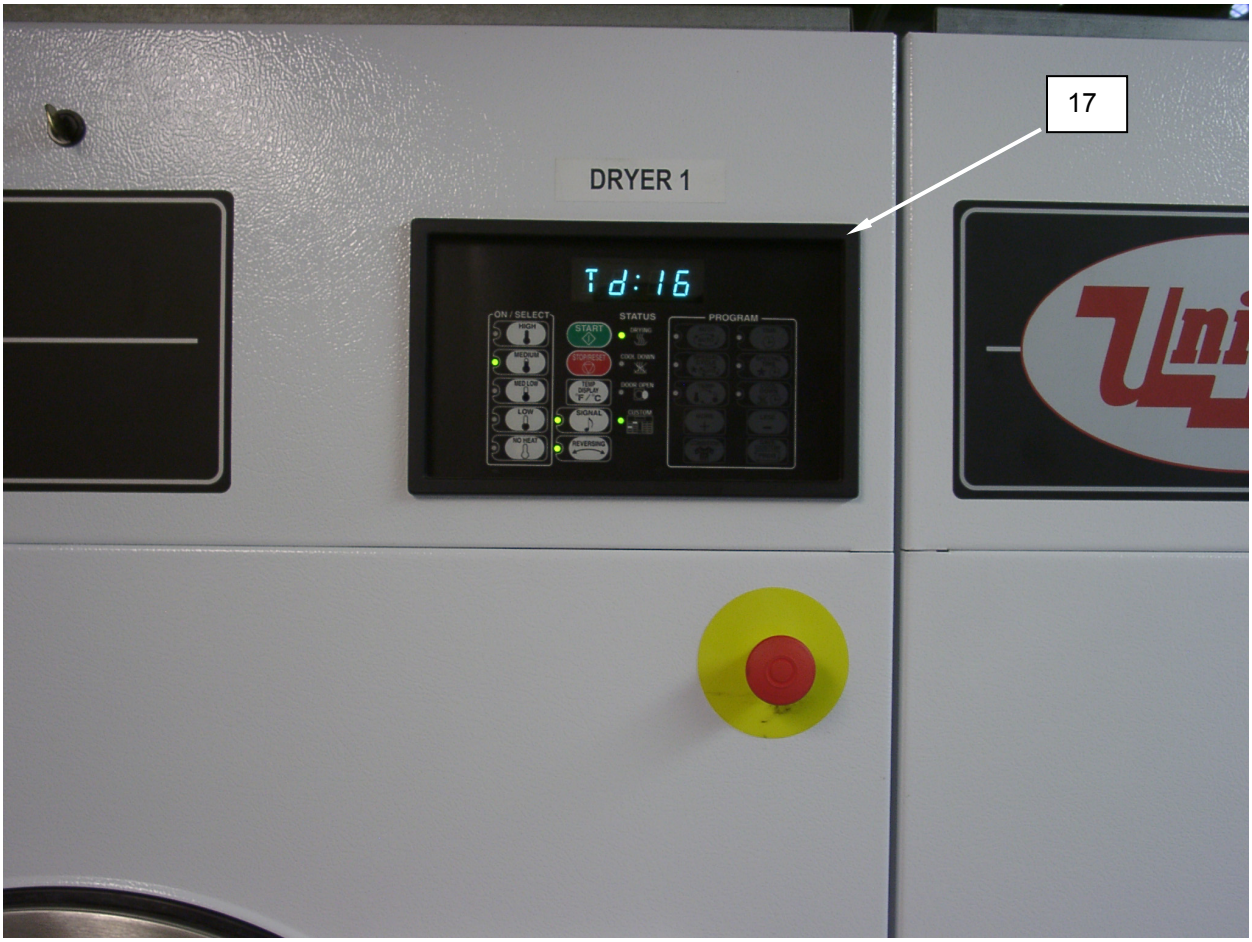

Figure 14. Replace the Control Panel Display Overlay.
3. Remove overlay **(Figure 14, Item 17)** from display. Ensure all traces of the old overlay and adhesive are removed.
4. Install replacement overlay **(Figure 14, Item 17)**.